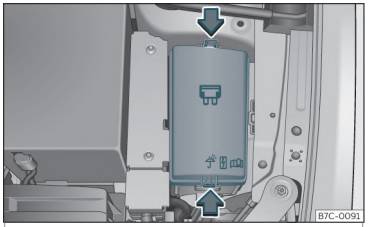

Fig. 47 În compartimentul motor: capacul cutiei de siguranțe.
• Apăsați clemele de blocare, pentru a elibera capacul cutiei de siguranțe››› **fig. 47** .